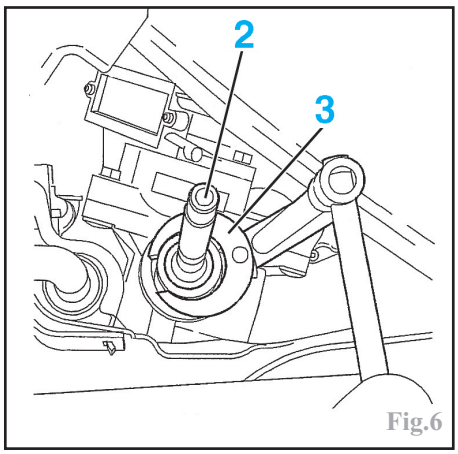

Fig.6
Déposer la biellette (2) à l'aide de l'outil (3) référencé **80707–T** (Fig.6).